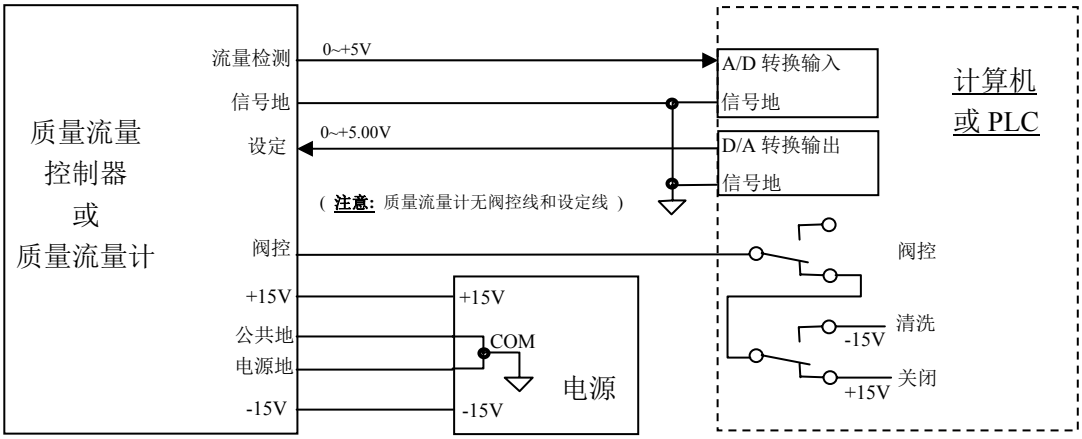

图 12. 直接与计算机连接的接线方法
如果还需要计算机实现“阀控”线的关闭和清洗功能，可以用两个继电器的（两组）转换触点来实现。一个继电器控制“关闭”，一个继电器控制“清洗”，两个继电器都不动作则为自动控制。注意不能因两个继电器同时动作时引起电源短路，推荐使用图 12 的继电器触点接线方式。
b. 流量计直接与计算机连接的接线方法，见图 12。
如果需要计算机实现“阀控”、“关闭”和“清洗”功能，推荐使用图 12 的阀控线与继电器触点之间的接线方式。
参照图 1 和图 12，在流量计预热稳定以后，即可启动程序进行工作。